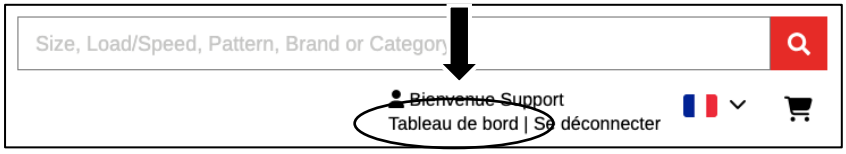

Figure 3
- Une fois connecté, vous serez redirigé vers votre tableau de bord personnel. Vous pouvez y accéder à tout moment en cliquant sur le lien «tableau de bord», voir *Figure 3*.